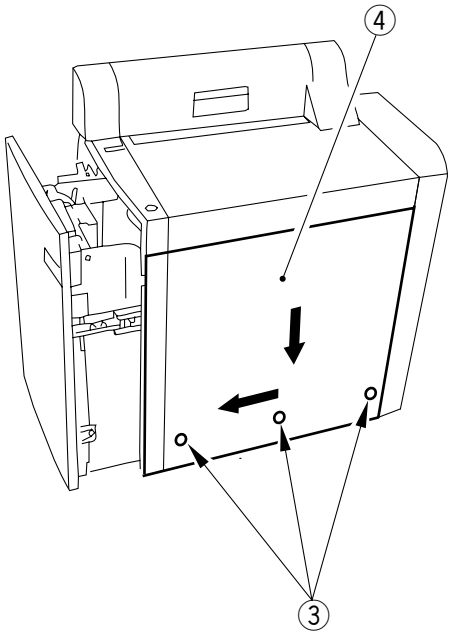

Figure 8-307
3) Remove the three screws ③, and shift the right cover ④ in the direction of the arrow (Figure 8-307) to remove.